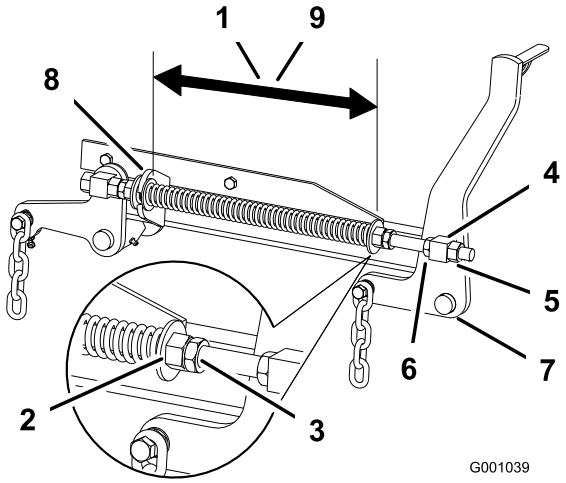

Figur 83
2. Kontrollera avståndet mellan de två stora brickorna. Det måste vara 28,2 cm för klippdäck på 52 tum och 26,7 cm för klippdäck på 60 tum (Figur 83).
3. Justera det här avståndet genom att lossa fjäderkontramuttern och vrida muttern framför respektive fjäder (Figur 83). Vrid muttern medsols för att förkorta fjädern eller motsols för att förlänga fjädern.
4. Lås muttern på plats genom att dra åt fjäderkontramuttern (Figur 83).